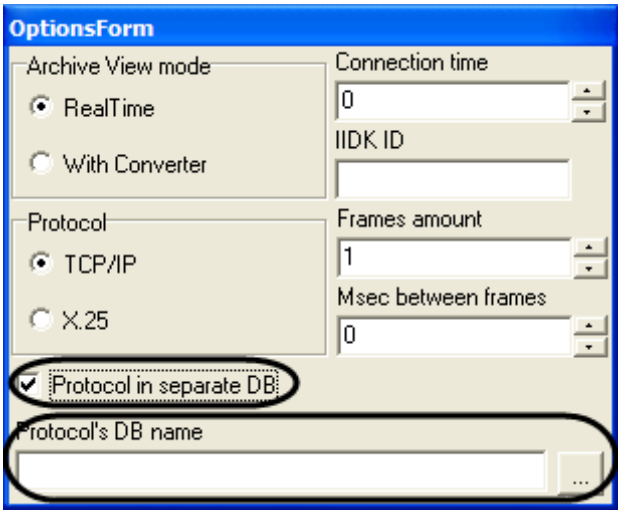

Figure 9.4-22. Selecting the events database
3. To select the events database, click the button (Figure 9.4-22). The Data Link Properties window will open. Specify the type of events database, its pathname and access parameters (similar to changing the main database of the Report system).